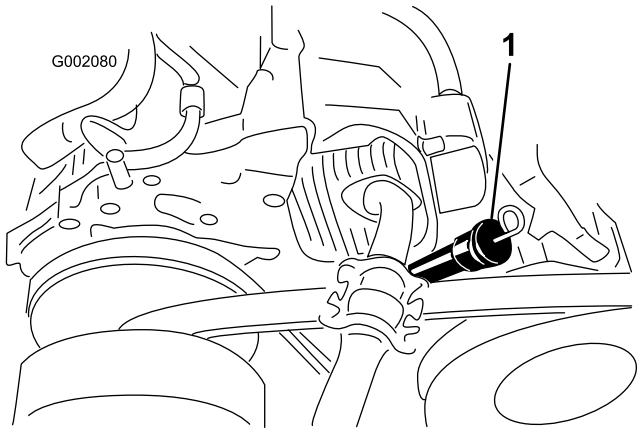

**Figur 10**
2. Gör rent omkring oljestickan (Figur 10 för modellnummer 07266/TC ochFigur 11 för modellnummer 07273/TC) så att inte smuts kan falla ned i hålet och skada motorn.